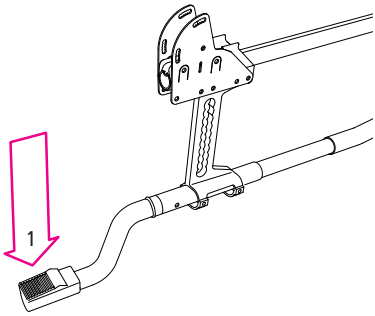

fig. 25
2. Spingere la leva con il piede (1, fig. 25) e mantenere l'equilibrio con le manopole di spinta.